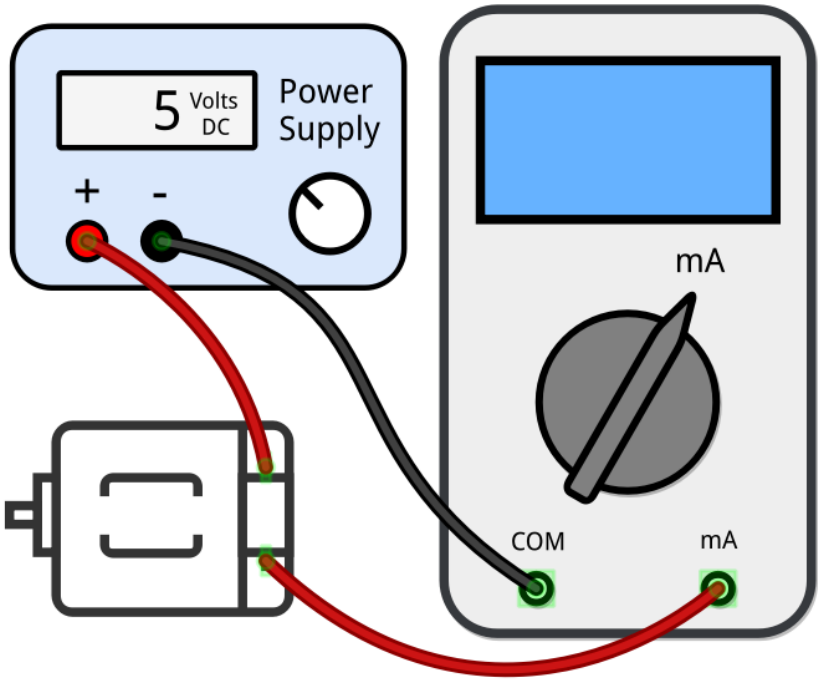

Figure 7.3 – Measuring current with a multimeter
1. Connect up a circuit as shown in *Figure 7.3*:
1. We attach an LED and a 1kΩ resistor (or a relay) in place of the motor shown in *Figure 7.3*.